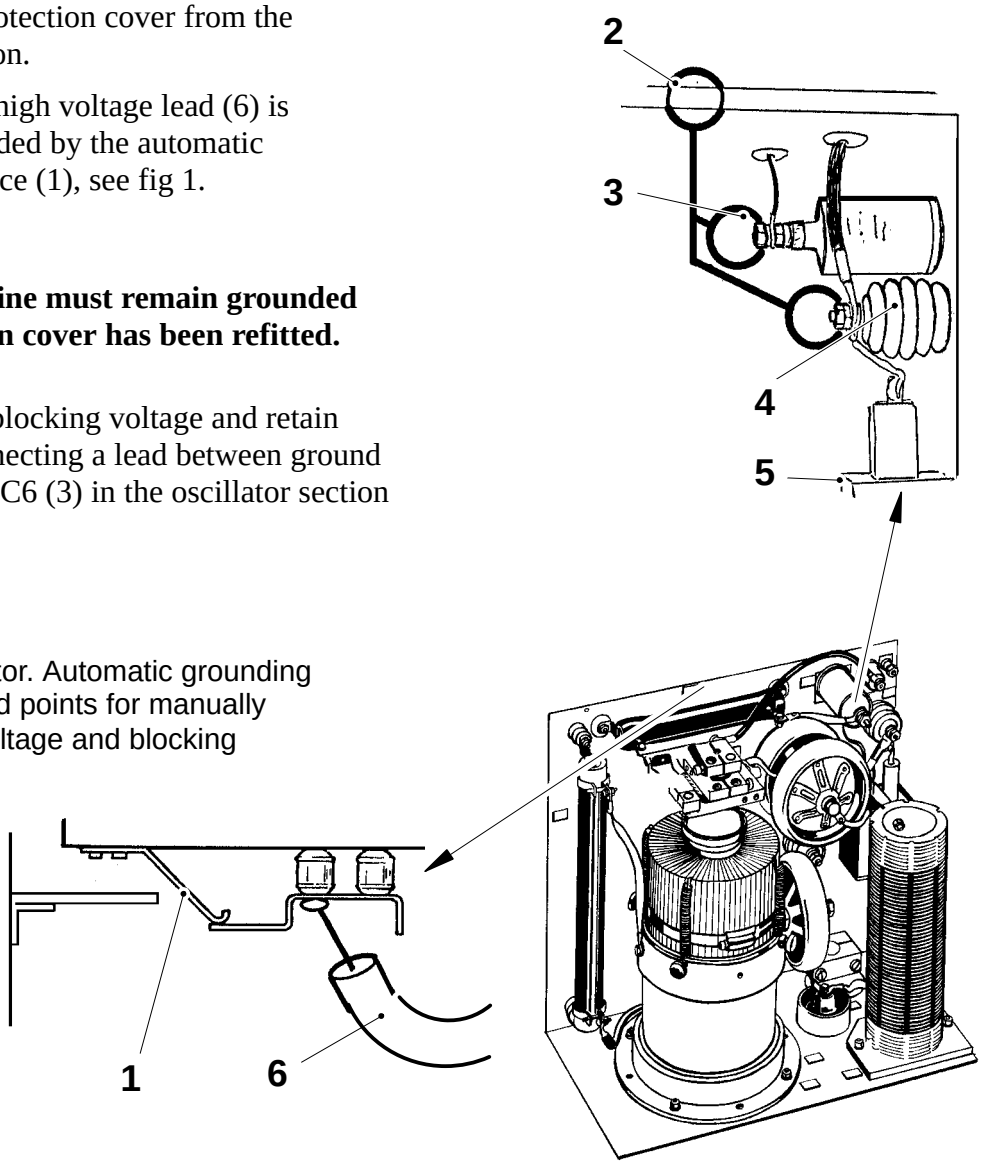

Fig. 1 TS generator. Automatic grounding and recommended points for manually grounding high voltage and blocking voltage.
e) Make sure the high voltage lead (6) is properly grounded by the automatic grounding device (1), see fig 1.